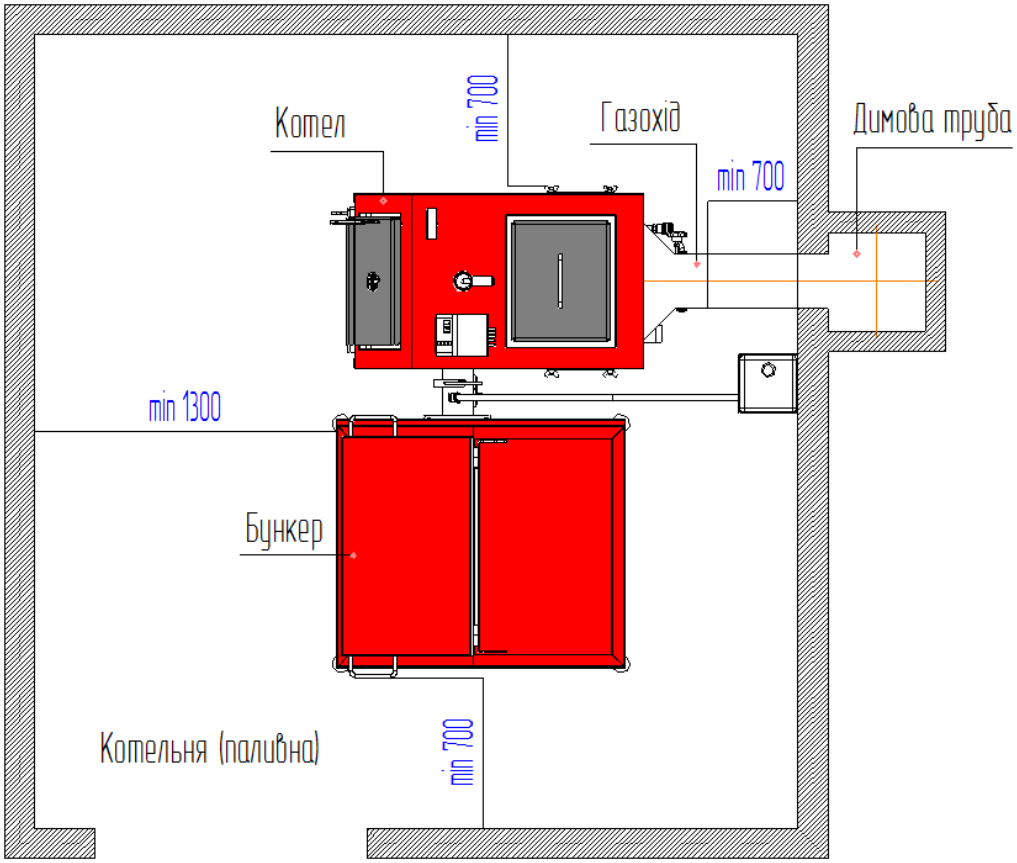

Рис.5 Схема встановлення котла в котельній (паливній)
8.1.2 Котел постачається в зібраному вигляді і не потребує спеціального фундаменту, однак необхідно встановити його на рівну горизонтальну поверхню з негорючих матеріалів. Під час встановлення котла необхідно забезпечити доступ до нього таким чином, щоб стіни котельної (паливної) не заважали завантаженню палива, чистці топки котла, а також доступу до вентилятора та бункера подачі палива (див Рис.5).